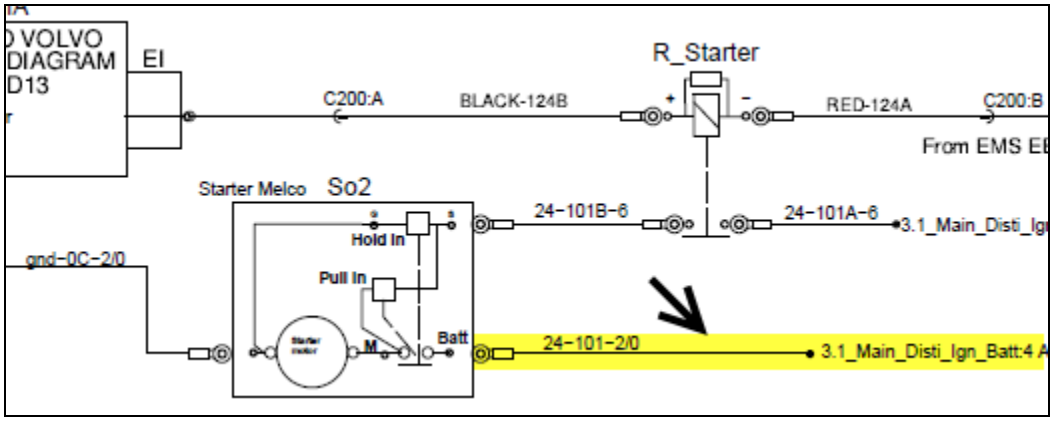
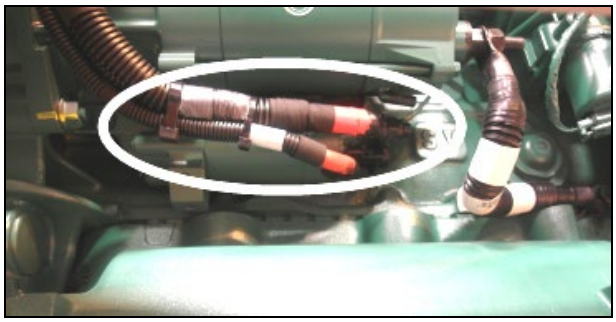

Figure 6
Figure 7: starter cables
- On the **starter positive (+) stud terminals** and from there, up to Bussman junction block in the electrical compartment (Figure 6, Figure 7).